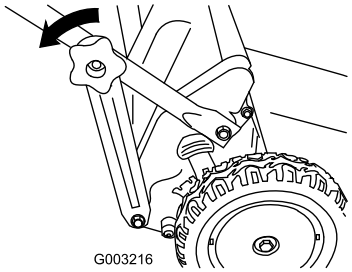

Figur 13
1. Ta bort de nedre handtagsvreden som fäster de nedre handtagsändarna mot fästena (Figur 13).